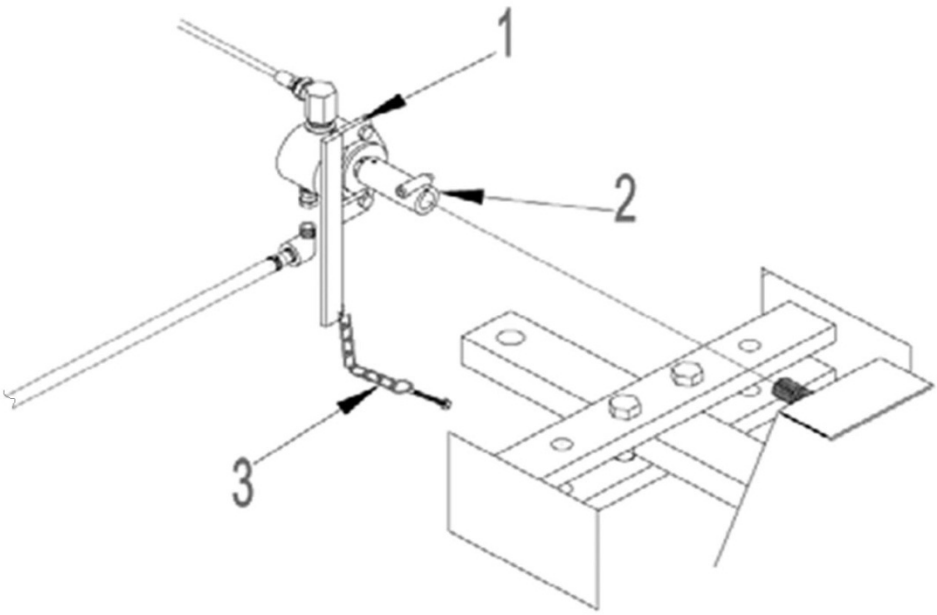

Рисунок 4.5
5) Прикрепление насоса (см. рисунок 4.5)